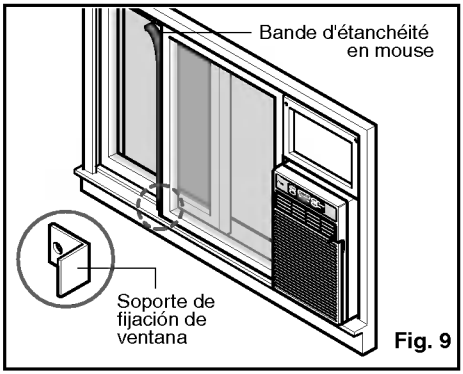

Fig. 9
14. Si se trata de la instalación de una ventana de bisagras, proceda según la Instalación de ventana de bisagras. Colocar el burlete de espuma entre la banda vertical y el vidrio de la ventana. (Fig. 9)
15. Fijar el soporte de bloqueo de la ventana con un tornillo de tipo B. (Fig. 9)